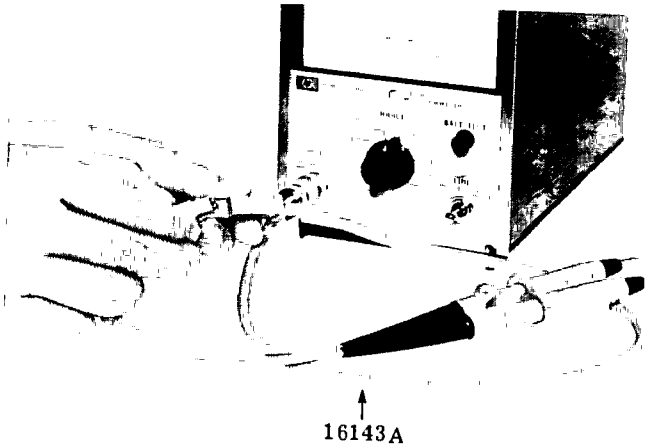

Figure 3-5. Probe Installation
2) Plug the probe pins in to the connector such that the off set side faces outwards. Refer to Figure 3-5.